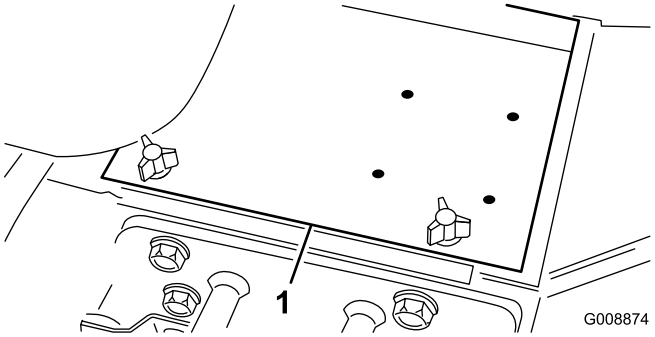

Figur 41
2. Lossa på rattarna och ta bort batterikåpan (Figur 41).